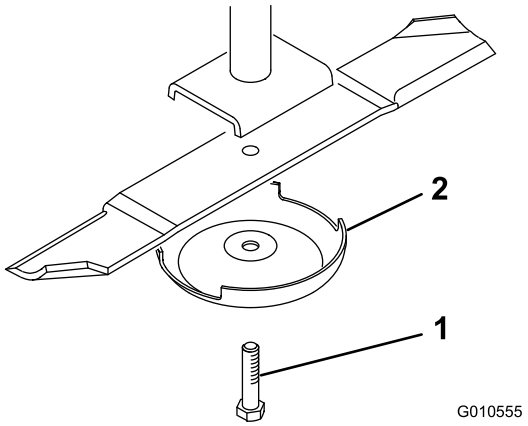

Figur 24
4. Tag fat i enden af kniven med en klud eller en tyk handske. Fjern knivbolten, antiskalperingsskålen og skærekniven fra spindelakslen (Figur 24).